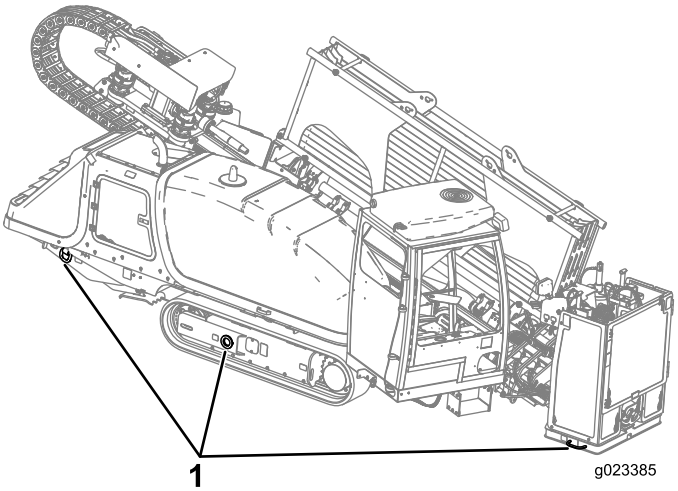

Rysunek 36
9. Przy użyciu łańcuchów i elementów mocujących o odpowiedniej wytrzymałości zamocować do przyczepy urządzenie za pierścienie na lewej i prawej ramie gąsienic i płyty kotwiącej (Rysunek 36).